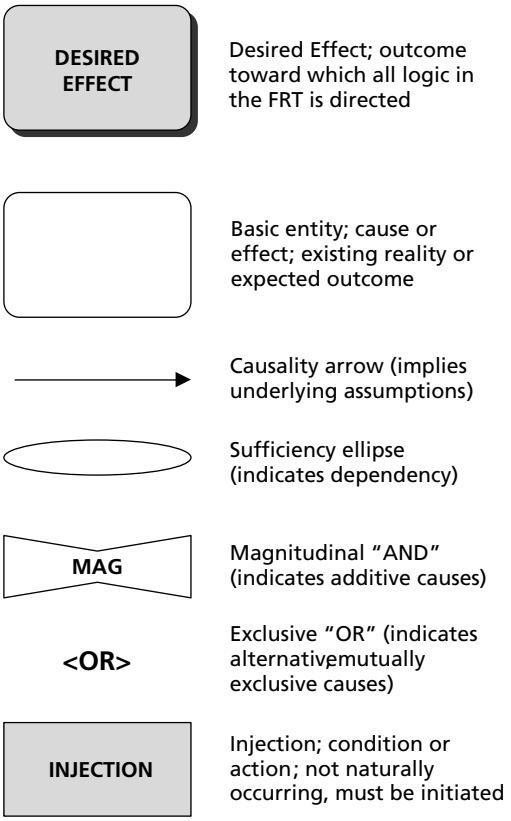

Figure 6.6 Future Reality Tree symbology.
The symbols used in a Future Reality Tree are similar to those used in a Current Reality Tree (see Figure 6.6). A round-cornered box indicates a condition of existing reality or an expected effect. Expected effects may be desirable or undesirable. Desired effects (DE) and undesirable effects (UDE) are reflected by adding shading or a drop-shadow to a basic entity box. A cause-effect arrow indicates a causal relationship, with the cause lying at the tail and the effect at the barb. An ellipse encloses several dependent cause-effect arrows that contribute to an effect. A "bowtie" indicates multiple independent causes that combine to produce an increase in the magnitude of the effect. And a conditional "OR" indicates mutually exclusive effects that might be produced by the same cause.